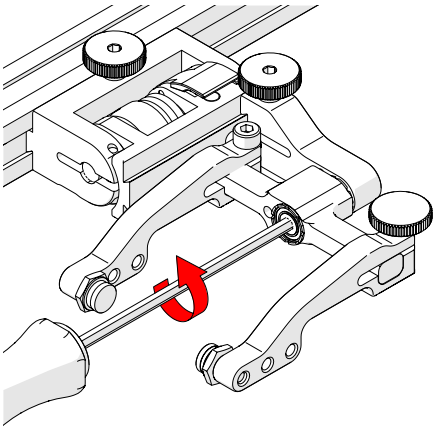

Fig. 155 - Unscrew yoke pivot screw
1. Unscrew the yoke from the swing arm *(Fig. 155)*.